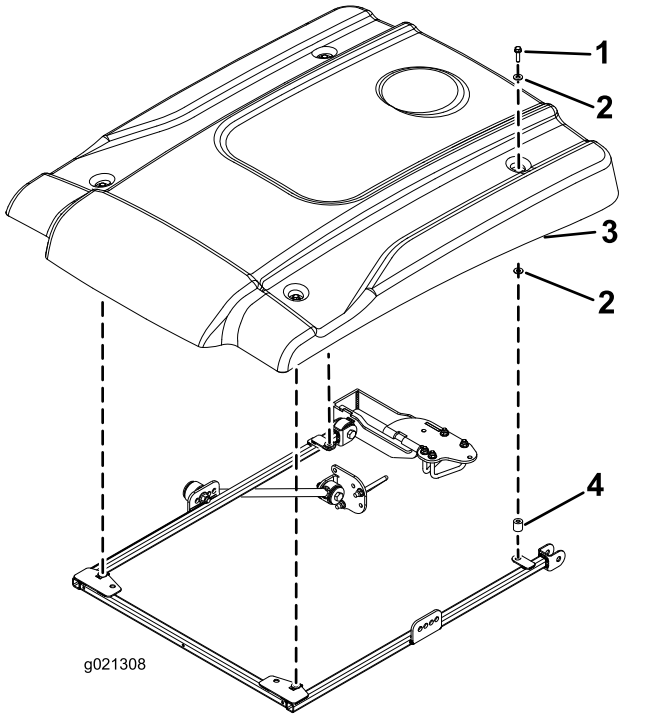

Figure 23
16. Lors de l'alignement des trous de fixation, positionnez le pare-soleil sur le cadre comme montré à la Figure 23.
17. Fixez légèrement chaque coin du pare-soleil au cadre avec un boulon à embase (5/16" x 2-1/4"), 2 petites rondelles et une entretoise (Figure 23). Placez une rondelle de chaque côté de la bague en caoutchouc du pare-soleil. Positionnez l'entretoise entre la petite rondelle inférieure et le cadre.